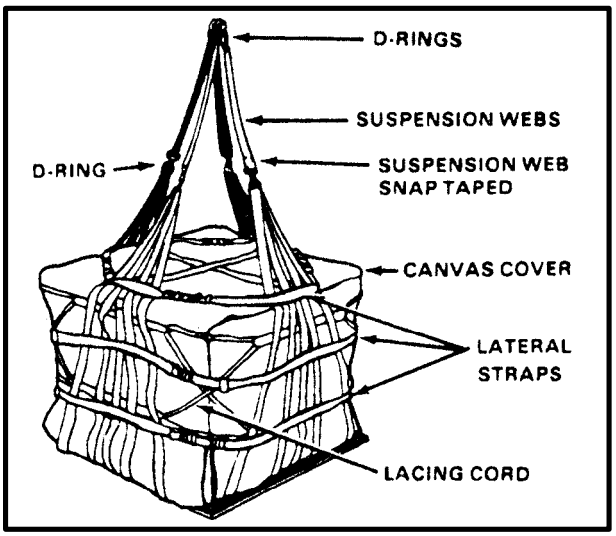
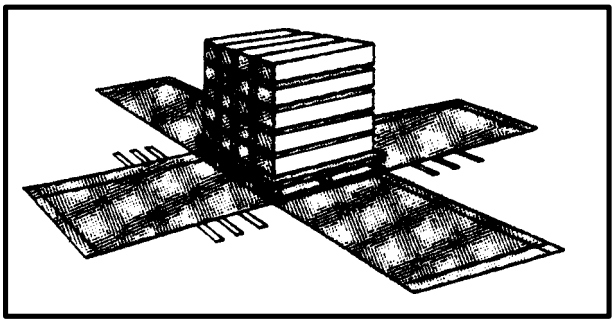

*Figure 8-1. A-22 Cargo Bag*
*Figure 8-2. Centered Load*
The A-22 cargo bag is an adjustable cotton duck cloth/nylon and nylon webbing container consisting of a sling assembly, cover, and four suspension webs (Figure 8-1). The bag is used to aerial deliver palletized loads, loose cargo, ammunition, drums, and other general cargo. Maximum weight capacity is 2,200 pounds. The weight of the A-22 is 58 pounds. You may rig the cargo in the bag with or without the cover. Inspect the container for serviceability in accordance with Table 2-1, Preventive Maintenance Checks and Services, in TM 10-1670-298-20&P. The best way to learn about this carrying device is to rig and derig it several times. The following steps and Figures 8-2 through 8-6 explain how to rig an A-22 cargo bag:
**c. Positioning the Load.** Center the load on the canvas/nylon cover (Figure 8-2). Place the load so that any load if possible. Use cushioning material to protect the